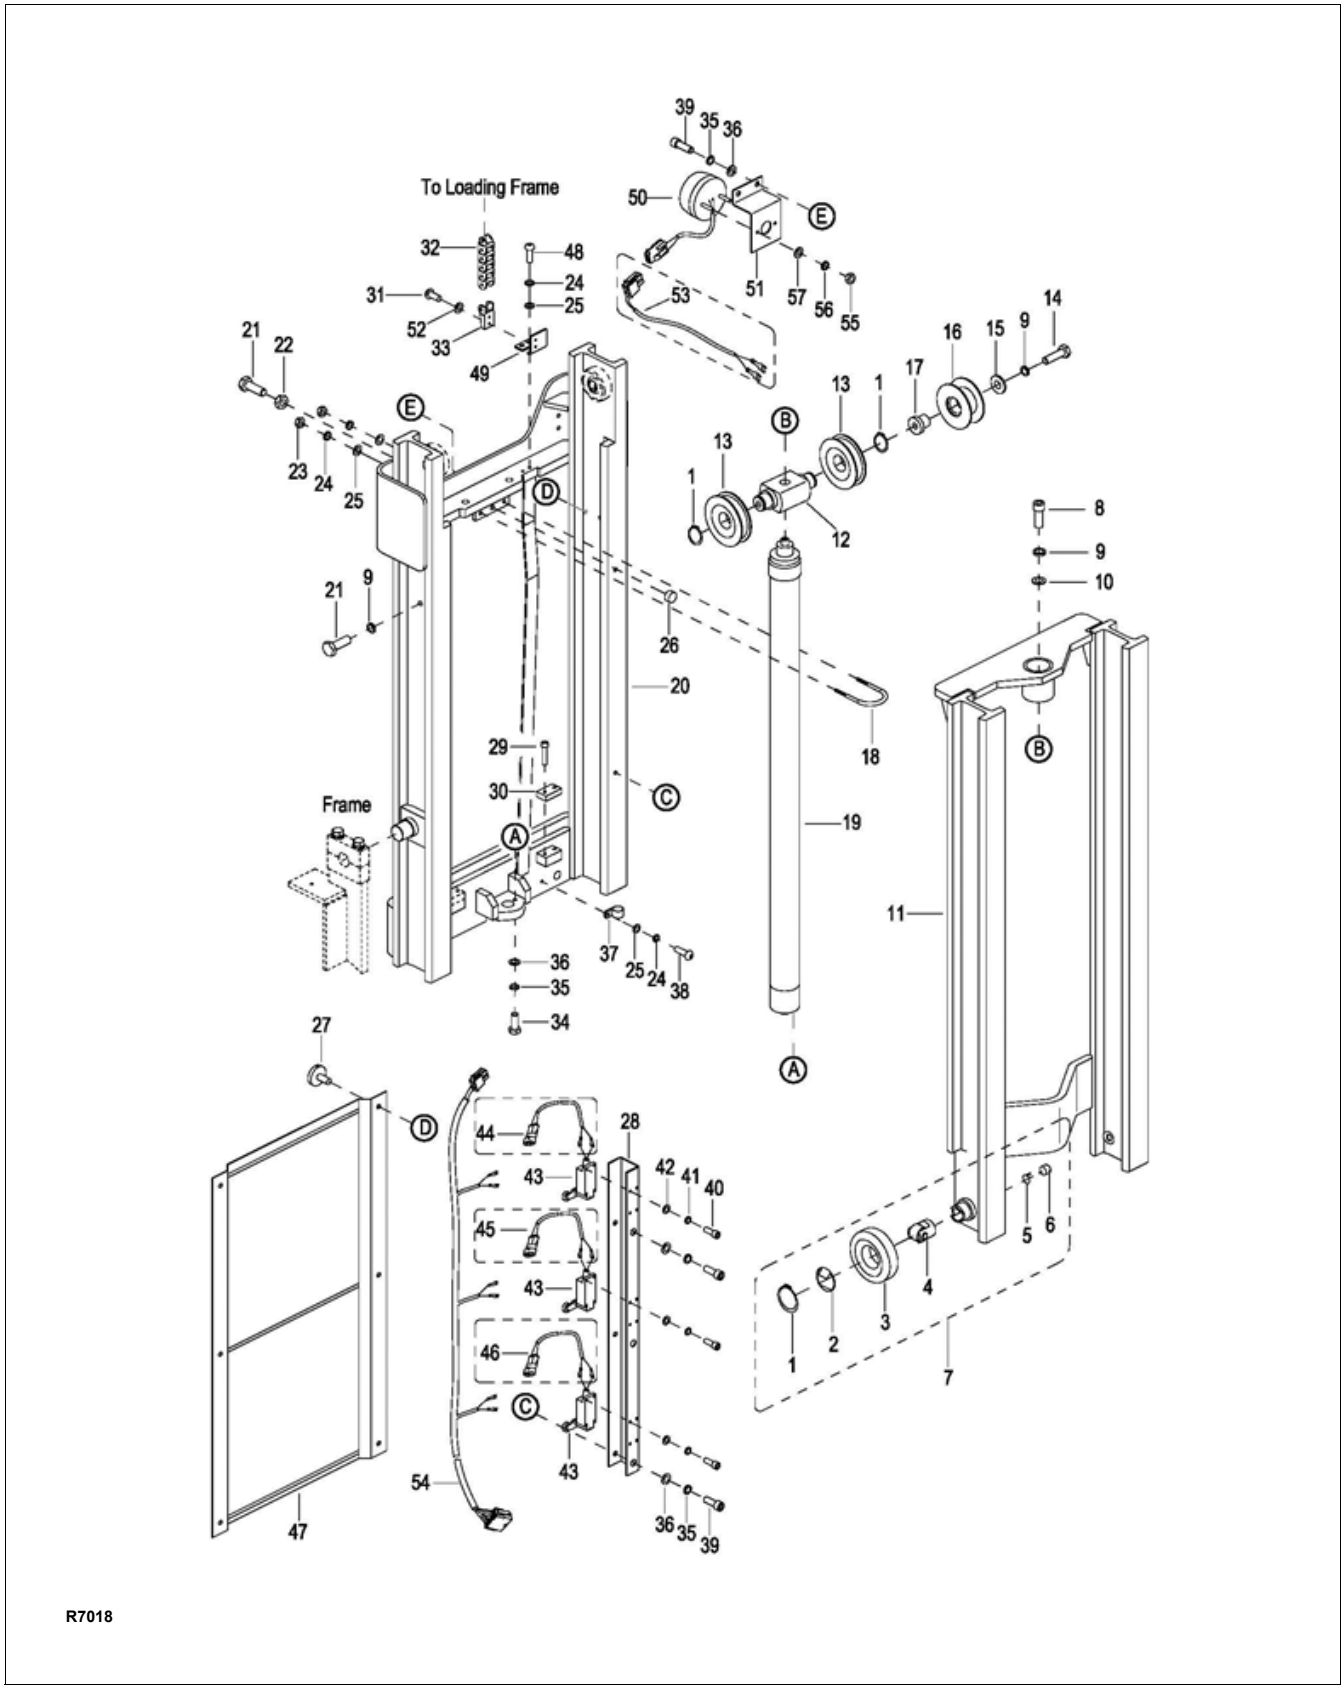
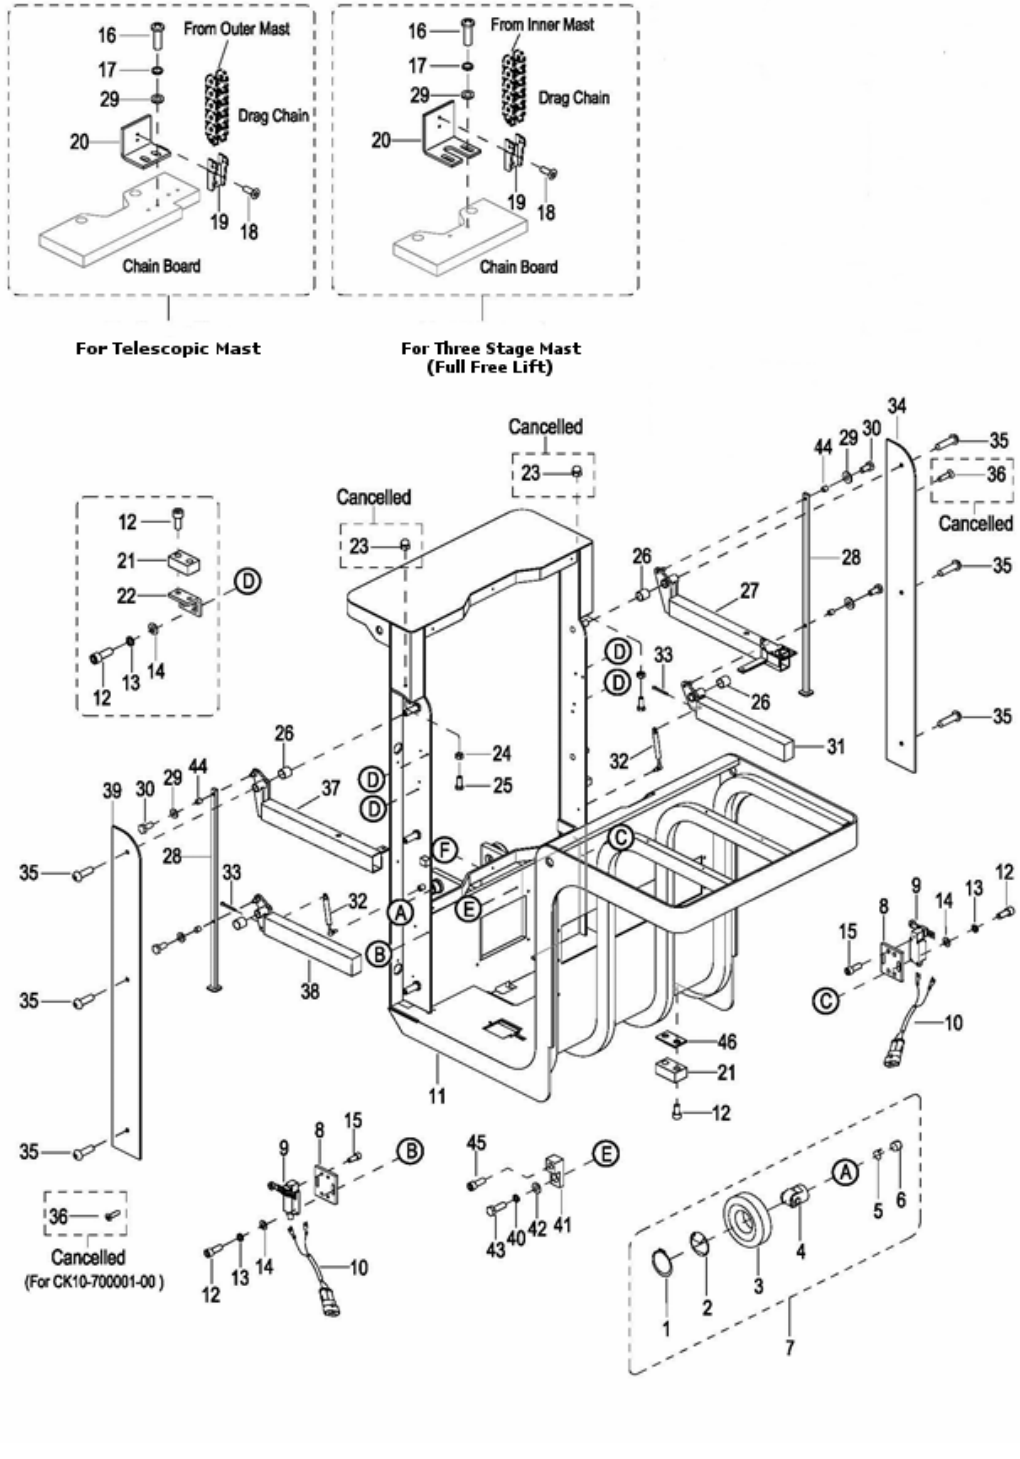

Figure 9-3 Elevation System (Telescopic)
Figure 9-6 Platform Installation
1. With the lift vehicle wheels securely blocked, raise the Platform approximately three feet and position blocks or strong supports under inner frame (11, Figure 9-3).
9. Remove two screws (18, Figure 9-6) and disconnect mount (19) from bracket (20).
10. Disconnect protective chain (44) from mount (19).
11. Remove two screws (38, Figure 9-3), two lock washers (24), two flat washers (25) and clamp (37).
12. Remove two screws (31), two lock washers (52) and disconnect mount (33) from bracket (49).
13. Disconnect protective chain (32) from mount (33).
14. Lift harness with protective chain (32) from sheave (16).
1. With the lift vehicle wheels securely blocked, raise the Platform approximately three feet and position blocks or strong supports under Platform (11, Figure 9-6).